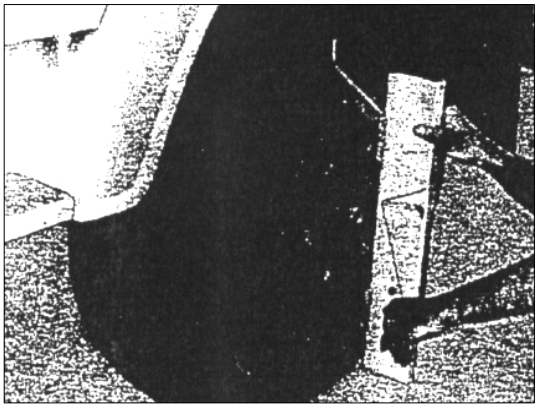

РИС. 302
1) Установите прибор для замера угла развала переднего колеса и угла продольного наклона шкворня в вертикальное положение на осевой линии колеса. (см. рис.302). Вертикальное положение можно установить с помощью отвеса, отрегулируйте две ножки прибора так, чтобы они касались внешнего диаметра колесного обода.